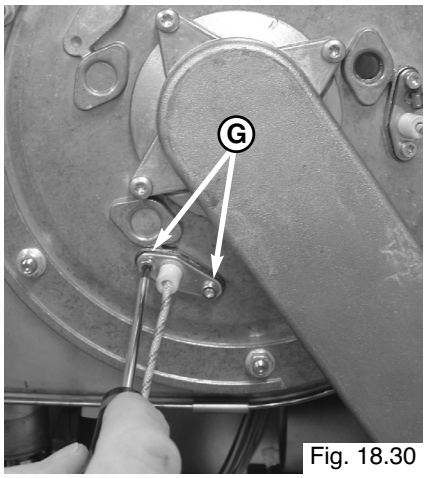

Fig. 18.30
2. Remove the 2 screws "**G**" from the electrode manifold (Fig. 18.30)*;*